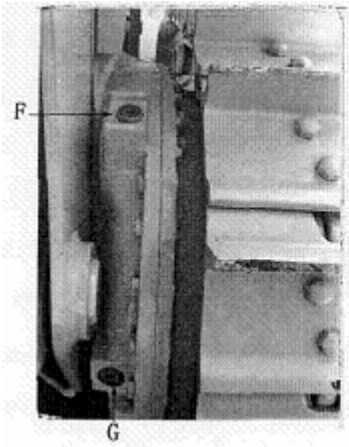

Рис. 5-13
1) В картере двигателя (Рис. 5-13).